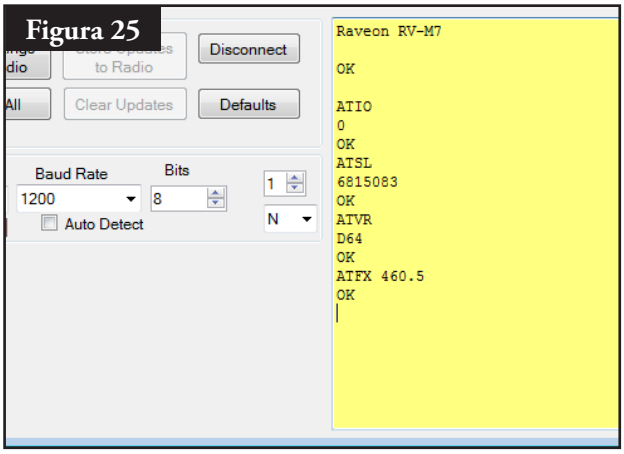

Figura 25
12. El software confirmará el cambio (**Figura 25**). Es posible confirmar manualmente el cambio escribiendo simplemente **ATFX** de nuevo.